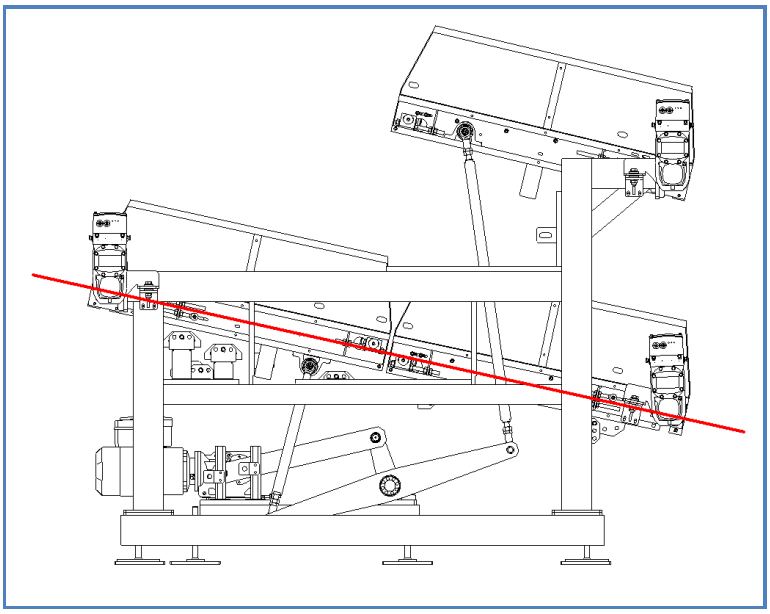

Figura 111: allineamento dei sequenziatori del Deviatore Verticale per manutenzione al nastro di uscita superiore.
- prima di togliere l'alimentazione, mettere la macchina in modalità di comando manuale ed allineare il sequenziatore mobile di ingresso con quello fisso di uscita inferiore come indicato in Figura 111;